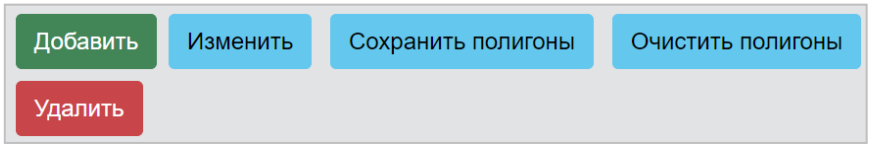

Рисунок 5.53– ПМ «Администрирование КСЭОН СЕНСОР». Кнопка «Сохранить изменения»
7. После создания необходимых зон объекта, нажмите кнопку <Сохранить полигоны> (рисунок 5.53);